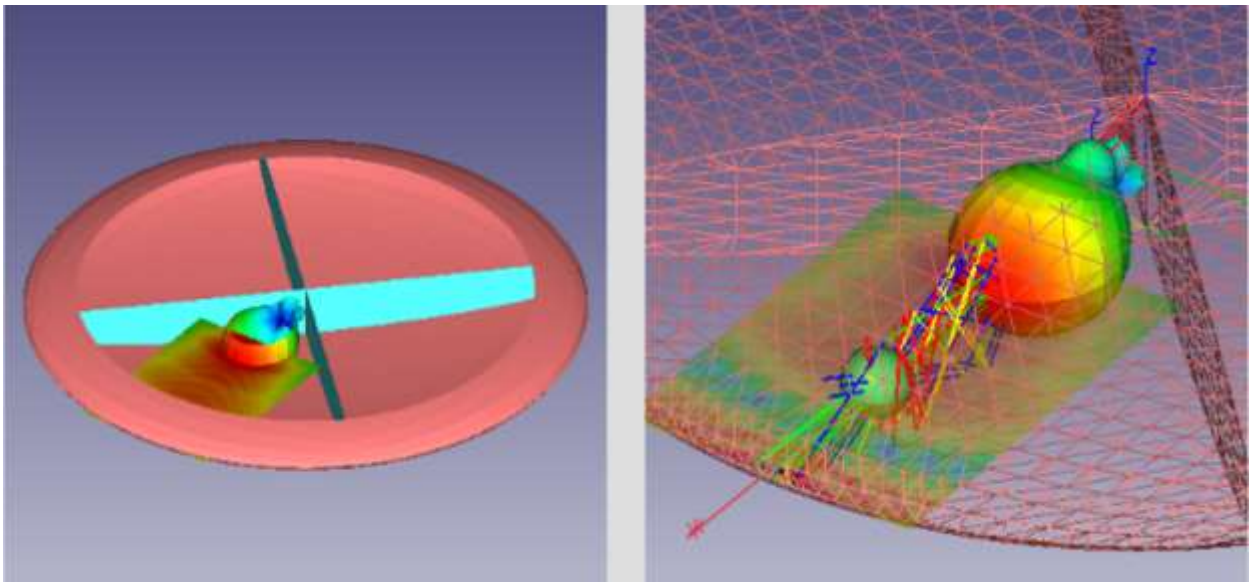

Рис.6.1. Излучение рупорной антенны в азимутальной плоскости.
В этом разделе используются понятия неметаллических материалов и выполняется расчет ближнего поля в пространстве. Сверху самолета находится диэлектрический корпус, в котором находится вращающаяся в азимутальной плоскости рупорная антенна (рис. 6.1).
8. Применение плоскости сечения для рассмотрения пространства и поля внутри объектов (рис. 6.1).